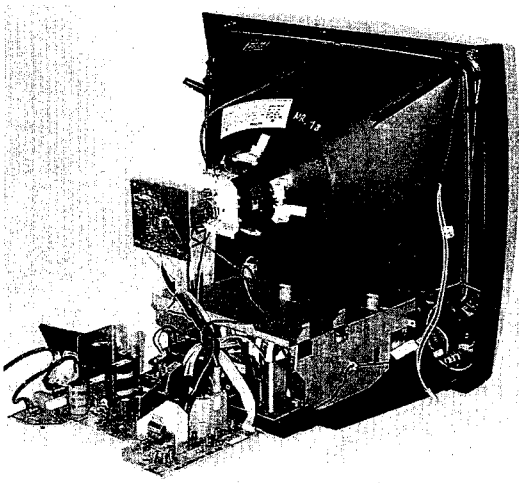

Abb. 1-2
6. Die Platine hinter dem Gerät auf ihre Füße stellen (siehe Abb. 1-2) und die Stecker 1921, 1922, 1923, 1924, 1925 und 1967 wieder anstecken.